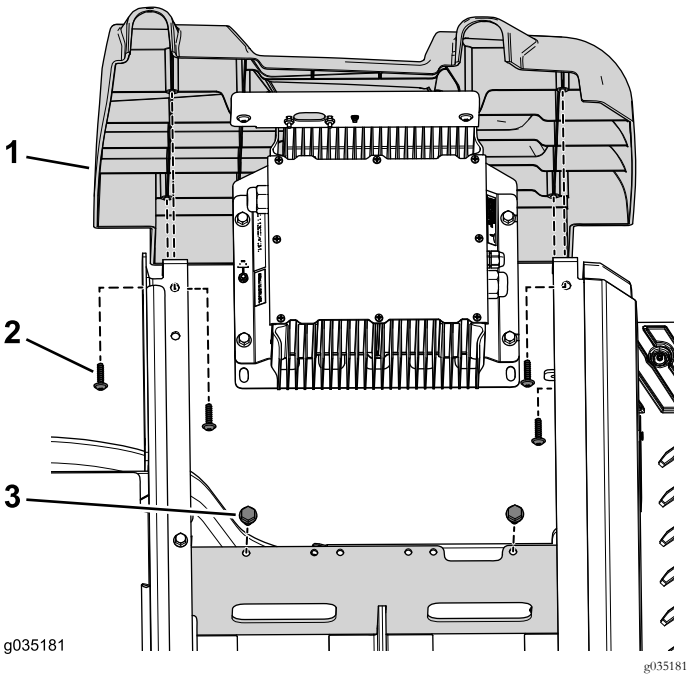

Figuur 87
9. Gebruik de 2 bouten (3/8 x 3/4 inch) om de laderbeugel te bevestigen aan de accubak (Figuur 87).